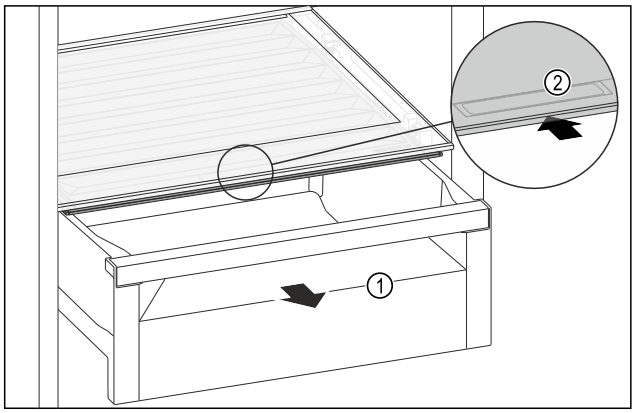

Fig. 152
▶ Extrageți sertarul *Fig. 152 (1)*.
▶ Prindeți mânerul încastrat *Fig. 152 (2)* de la capacul compartimentului și glisați concomitent capacul compartimentului spre partea posterioară.